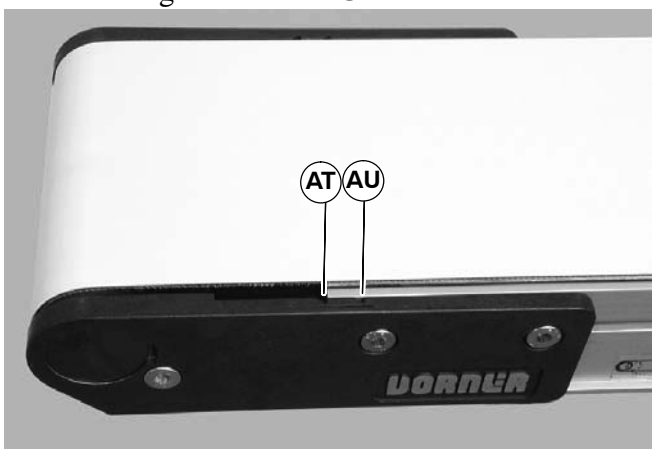

Figure 26
2. Adjust head plate assembly so end of conveyor frame aligns with or between the head plate tensioning marks (AT & AU of Figure 26). Replace belt if proper tensioning can not be obtained while aligning the end of the conveyor frame with or between the tensioning marks. See **NOTE**.